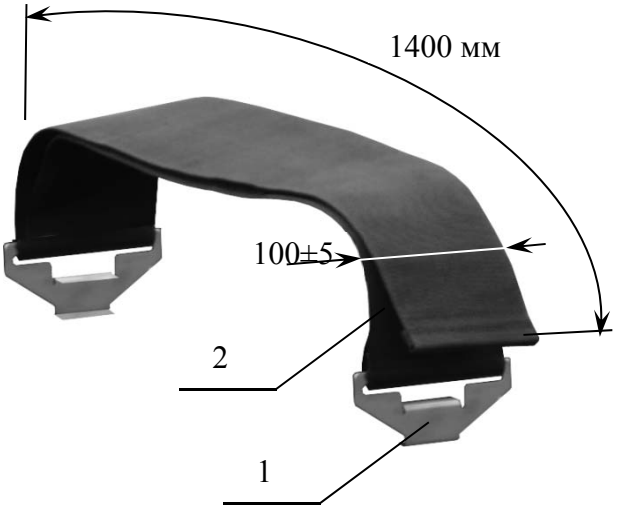

Рисунок 2. Ремень для фиксации туловища.
2. Ремень для фиксации туловища (Рисунок 2) Мягкий синтетический ремень шириной 100 мм с крепежными зацепами, регулируется по длине.